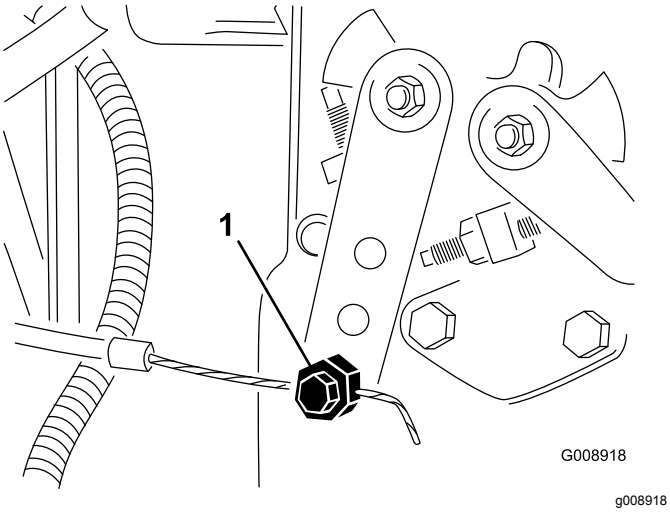

Figur 72
2. Lossa gasreglagekabelns kontaktdon på insprutningspumpens reglagearm (Figur 72).